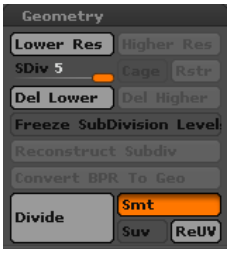

Figure 3-61 *Choosing the* ***Divide*** *button from the* ***Geometry*** *subpalette*
12. Expand the **Geometry** subpalette in the **Tool** palette. In this subpalette, click twice on the **Divide** button; the value of the **SDiv** slider becomes equal to **5**, refer to Figure 3-61, and the *turtle shell* becomes smoother.